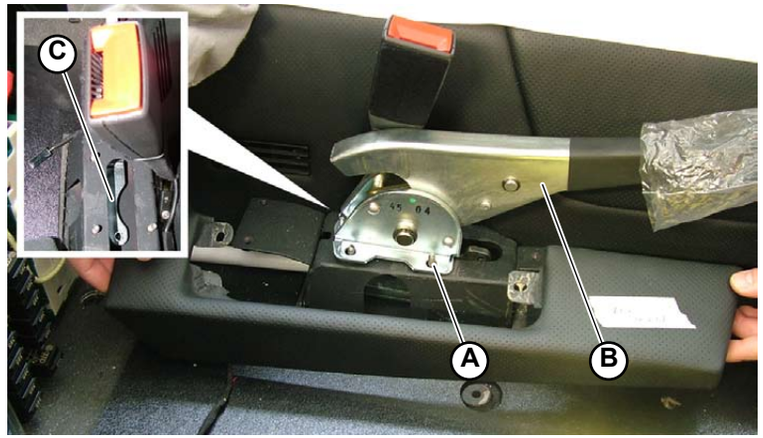

Fig.2
1. Unscrew the 4 screws (**A-Fig.2**) securing the hand brake lever (**B-Fig.2**).